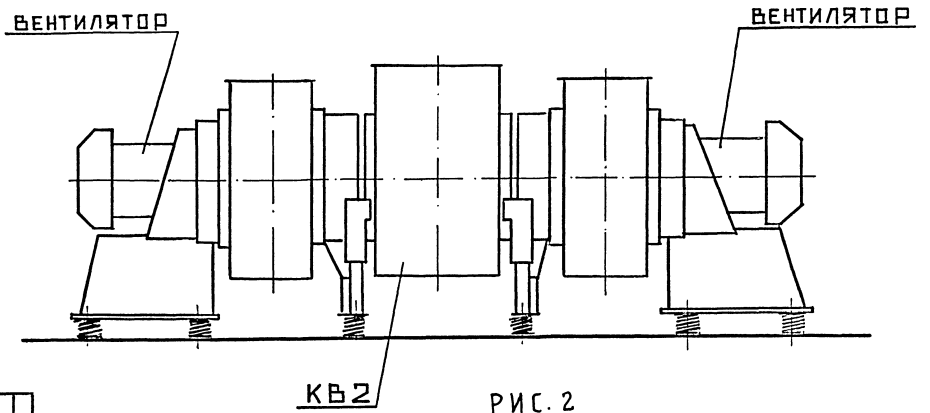

РИС.2
- Рис. 2. КВ2-2,5..КВ2-6,3. Короб непосредственно соединен с вентиляторами, на фундамент опирается через виброизоляторы.